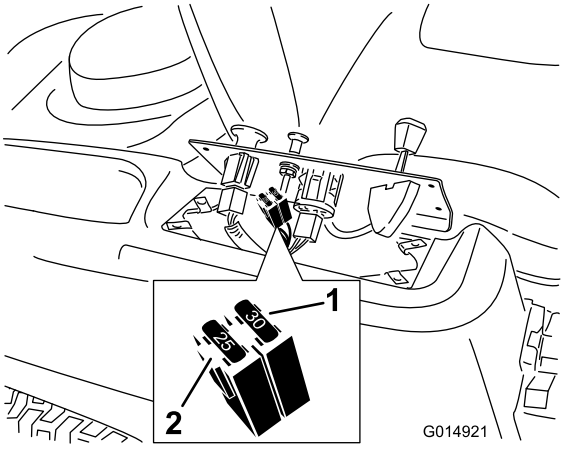

Figur 41
2. Lyft upp kontrollpanelen så att du kommer åt huvudledningen och säkringsblocket (Figur 41).
3. Byt ut en säkring genom att dra ut den (Figur 41).